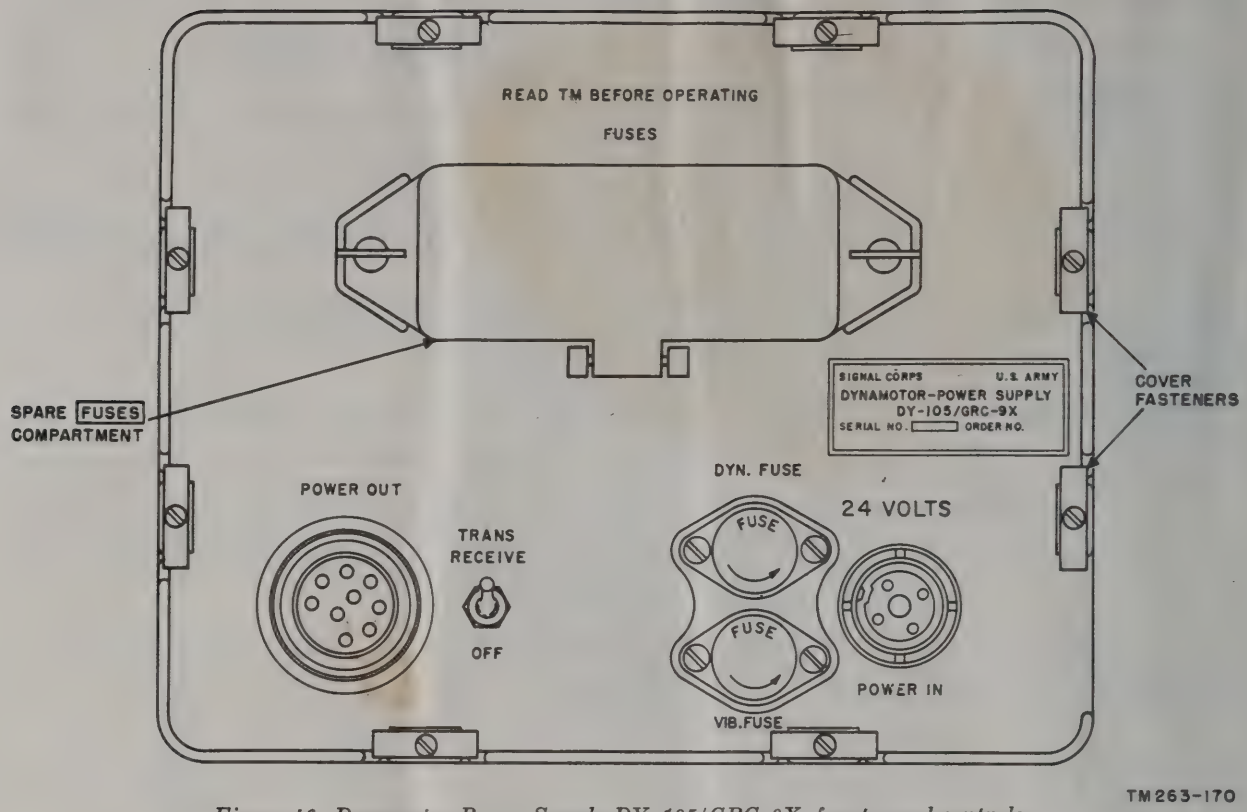

Figure 46. Dynamotor-Power Supply DY–105/GRC–9X, front panel controls.
b. Dynamotor—Power Supply DY–105/GRC–9X (fig. 46).